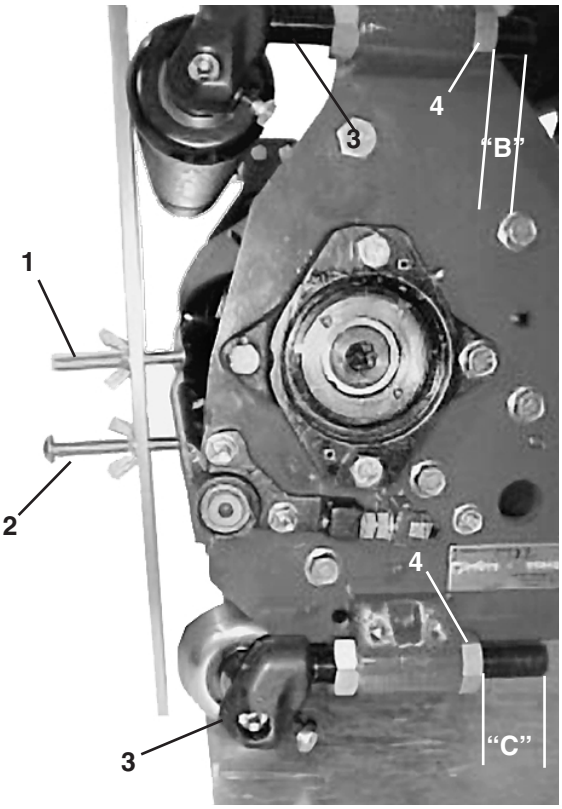

Afbeelding 8
4. Stel de hoogte van de voorste stang voor de maaihoogte in op, "B", met behulp van de maat die in Tabel 1 is gegeven. Deze maat ligt tussen het bovenste vlak van de stang voor de maaihoogte en de bovenste kegelmoer (Afb.8).
5. Stel het achterste gegoten steunstuk in op de bovenste of onderste positie zoals is aangegeven op Tabel 1. Stel de achterste stang voor de maaihoogte in op een hoogte die 3 mm minder is dan de maat die is gegeven in Tabel 1, zodat er een ruimte tussen de achterste roller en de meetlat ontstaat (Afb. 8).
snijplaat en het uiteinde van de tweede schroef moet contact maken met de onderkant van de snijplaat (Afb. 8). Als er is een ruimte is tussen de voorste roller en de meetlat of als u de maatlat niet kunt plaatsen, moet u de voorste roller instellen totdat 1) de eerste schroef voor de maaihoogte precies past over de snijplaat, 2) de tweede schroef net contact maakt met de snijplaat, en 3) de meetlat de voorste roller raakt. Controleer de positie van de voorste roller aan beide uiteinden van de snijplaat.